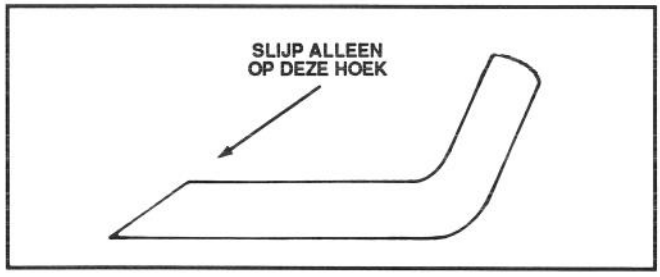

Afbeelding 24
6. SLIJPEN VAN HET MES—Slijp de bovenkant van het mes (zijde gericht naar bovenkant maaikast) met een vijl en behoud de oorspronkelijke snijhoek (Afb. 24). Het mes blijft in evenwicht, wanneer van beide snijkanten evenveel wordt weggeslepen.